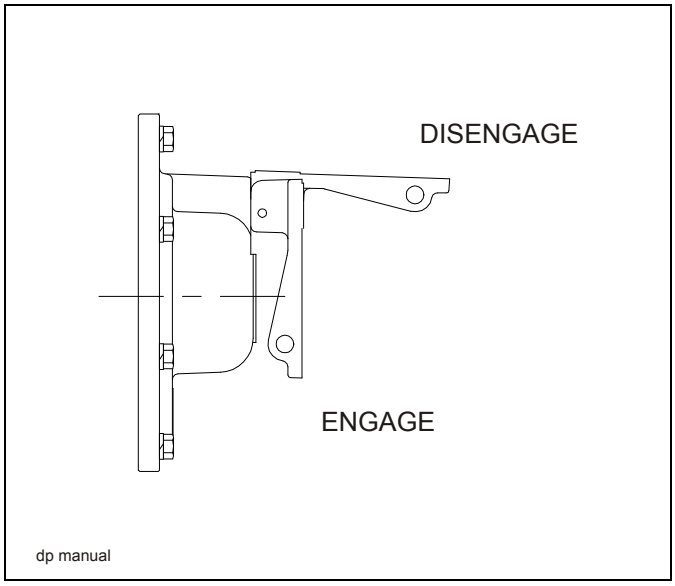

Figure 3-8: Manual Lever Kickout
1. The manual freespool clutch is operated by pulling lever kickout **(See Figure 3-8.)**